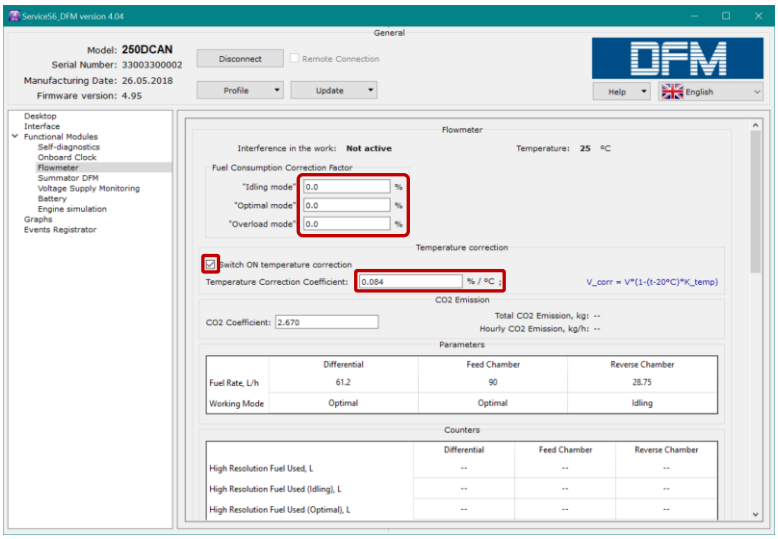

Figure 44 — Exemple de configuration de la correction thermique et des coefficients de correction de consommation dans le logiciel Service S6 DFM
2) Activer la fonction de correction de température (voir figure 44), c'est-à-dire la correction automatique des données de consommation volumique de carburant en fonction de la température du carburant (SPN 521311).
3) Définir les coefficients de correction de consommation de carburant selon les modes de fonctionnement (PGN 63303) (voir figure 44). Ce paramètre permet d'améliorer la précision de mesure de la consommation de carburant par le DFM* en cas d'indications systématiquement trop faibles ou trop élevées dans des conditions de fonctionnement particulières (niveau de vibrations accru, présence d'air dans le circuit de carburant, pertes de carburant dans les conduites de retour des injecteurs).